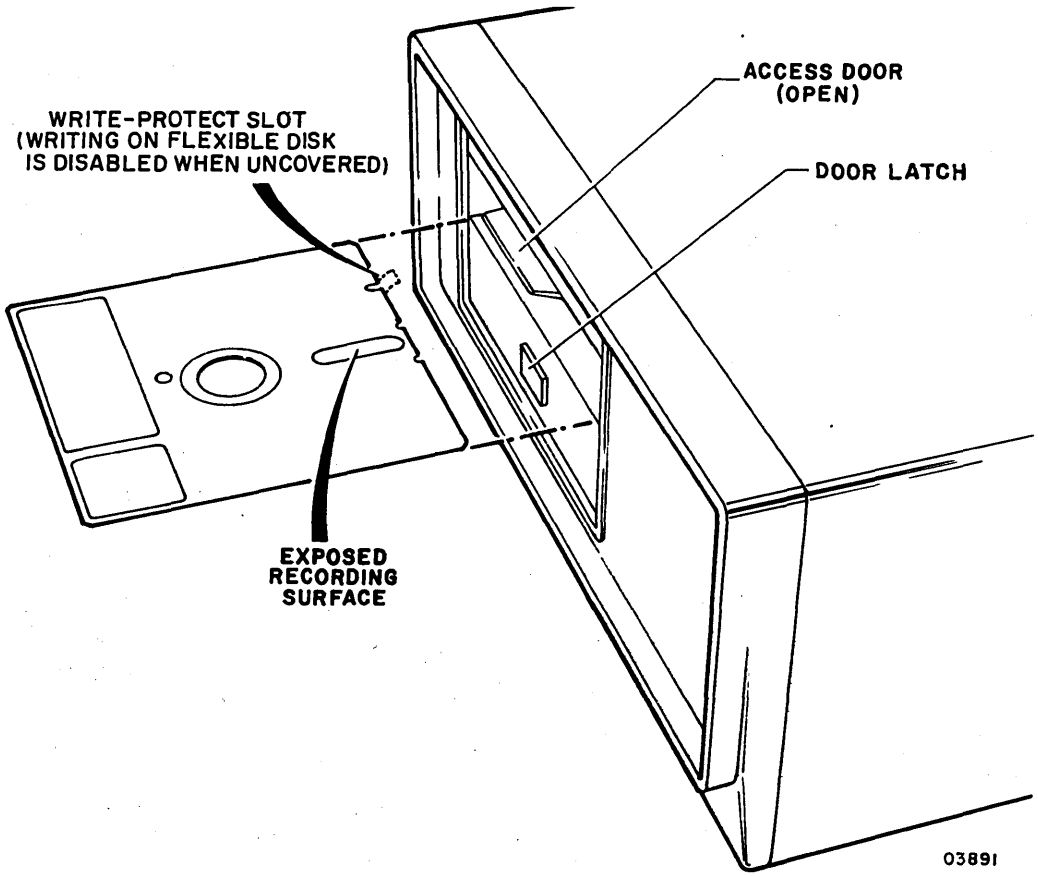

Figure 6B-2. Diskette Installation/Removal
2. Press door latch to open access door (figure 6B-2).